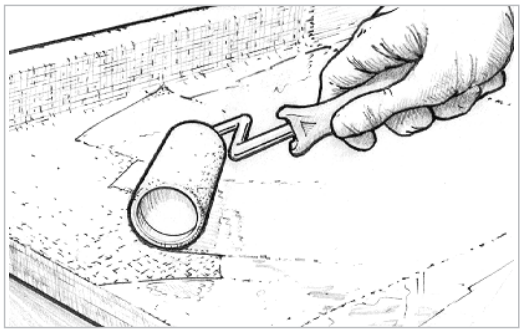

Figure 5-22 *Apply the first coat of unthickened epoxy to fill the weave of the cloth before the wet-out coat reaches its final cure phase.*
9. Coat the surface to fill the weave before the wet-out reaches its final cure stage *(Figure 5-22)*. Follow the procedures for epoxy barrier coating under Section 5.5. It will take two or three coats to completely fill the weave of the cloth and to allow for a final sanding that will not affect the cloth.